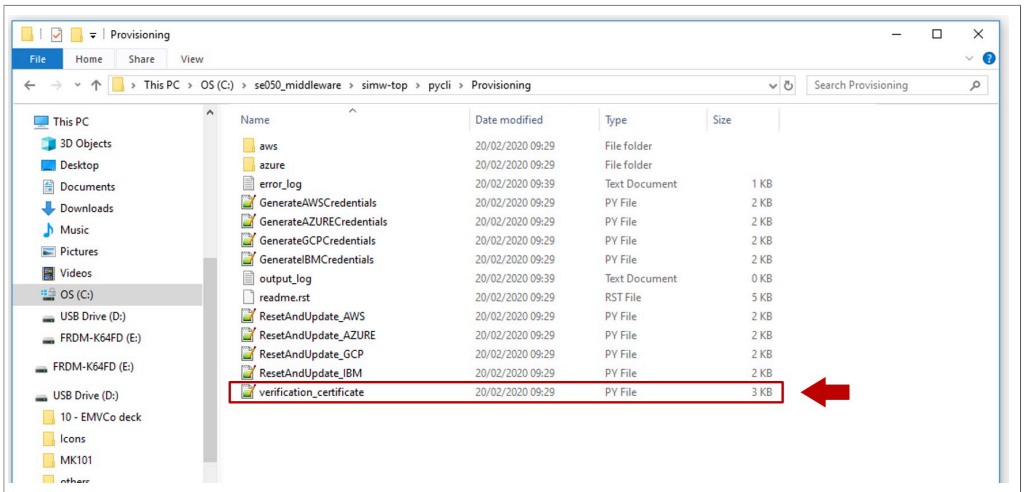

Figure 68. Locate `verification_certificate.py` Python script
1. Go to `C:\se050_middleware\simw-top\pycli\Provisioning` folder and find the file `verification_certificate.py` as shown in Figure 68: